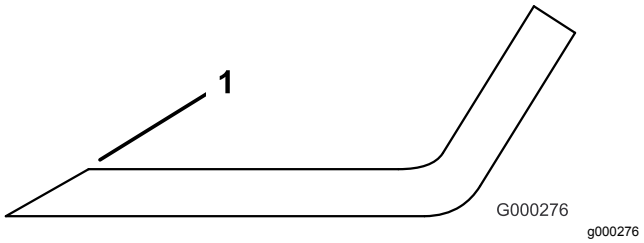

Figur 69
1. Slip eggen i begge ender av kniven (Figur 69).